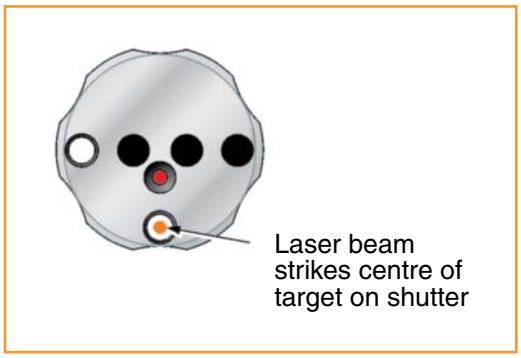

Figure 16
5. Remove the target and check that the beam returned from the reflector hits the centre of the target on the XL-80 shutter. If it does not, then translate the laser or the optic until the beam hits the centre of the target (Figure 16).